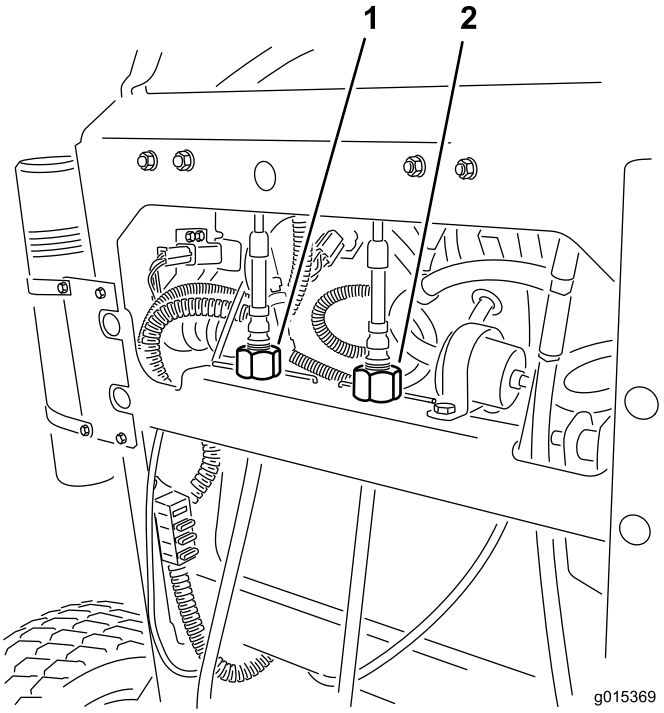

Figur 55
4. Roter højre kabeljustering for at sætte højre bevægelseshåndtag i midten af kontrolpanelets neutrale låseposition (Figur 55).